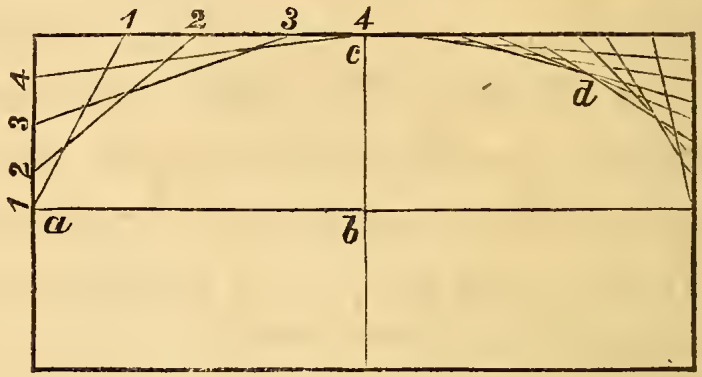

Fig. 25.
28. Fig. 25 shows how to form an elliptical curve by intersections. Divide the distance *a b*, into as many points as from *b* to *c*,